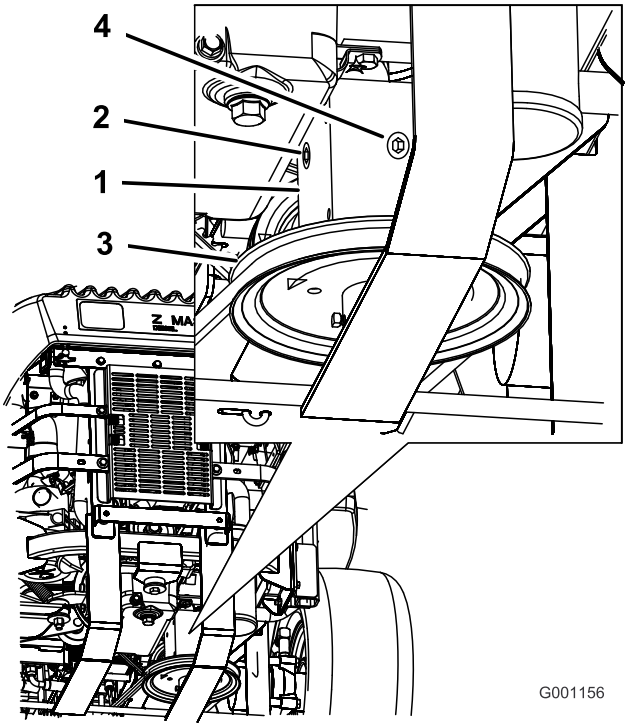

Figuur 60
4. Verwijder de plug aan de zij- of achterkant van de tandwielkast (Figuur 60).